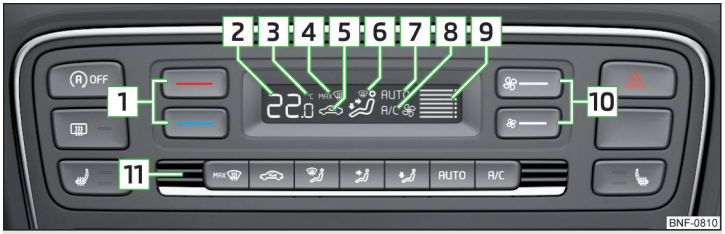

Fig. 88 **Controls the Climatronic**
Individual functions can be set or switched on by pressing the corresponding button » Fig. 88. When this function is switched on, the corresponding icon appears in the display.
Do not cover the interior temperature sensor 11 » Fig. 88 - the function of the Climatronic could be affected.
› To **switch on** press theAUTObutton. The display shows AUTO (pos. 7 » Fig. 88 *on page 73*).